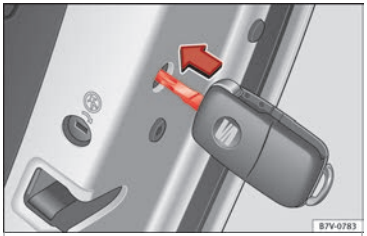

Fig. 5 Emergency locking of the vehicle using the vehicle key
- Insert the key shaft horizontally into the opening and moved the coloured lever forward ››› Fig. 5.